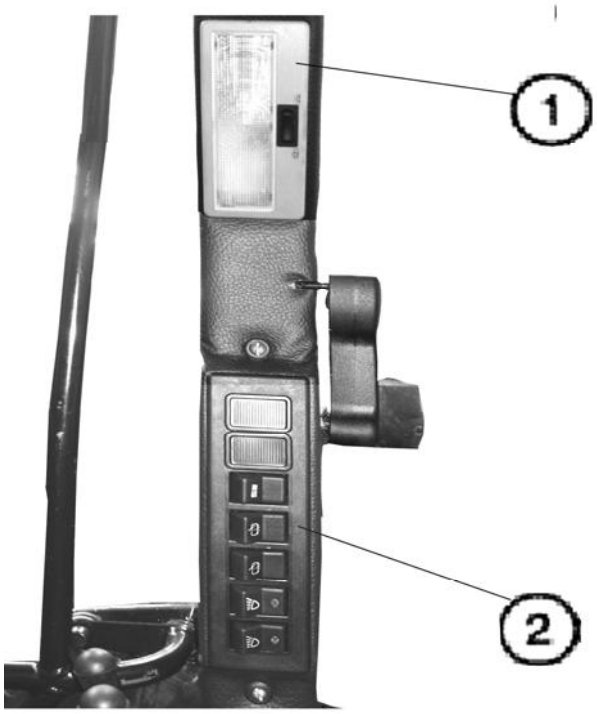

Рис.4.17.1
Панель (2) с клавишами включения системы вентиляции и отопления кабины, передних и задних рабочих фар, заднего и переднего стеклоочистителей и плафон освещения кабины (1) расположены на правой боковой стойке кабины. См. рис.4.17.1, 4.17.2.